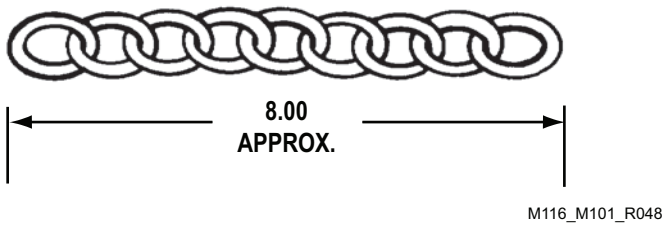

Figure 9. Adjustable Front Support Leg Chain.
2. Cut to approximately 8 inches (20.32 cm) in length (12 links) (Figure 9), to create part number RRC271-8.